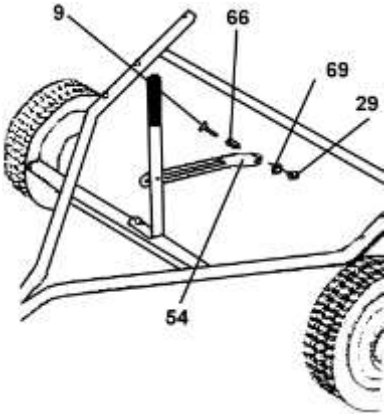

Abbildung 7
- Stecken Sie die Sechskantschraube M8x16 (9) durch den Blechwinkel (10).
- Schieben Sie nun die Buchse (66) auf die Sechskantschraube und anschließend von der gegenüberliegenden Seite die Flachscheibe (69).
- Schrauben Sie die Sicherungsmutter (29) auf die Sechskantschraube. Ziehen Sie diese gleich fest (siehe Abbildung 7).